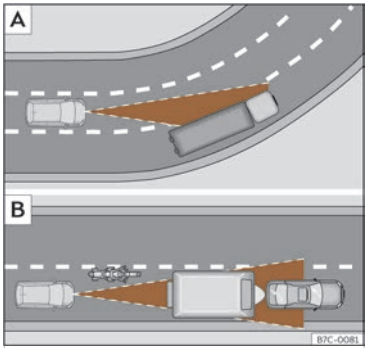

Fig. 133 A Vehicle en un revolt. B Motociclista circulant per davant fora del radi d'acció del sensor de radar.
L'ACC podria no detectar el vehicle precedent en un revolt o podria regular la distància amb vehicles que es troben en altres carrils ››› **fig. 133** A.
- Vehicles que circulin desalineats o fora de la zona de detecció del sensor, per exemple, motocicletes ››› **fig. 133** B.